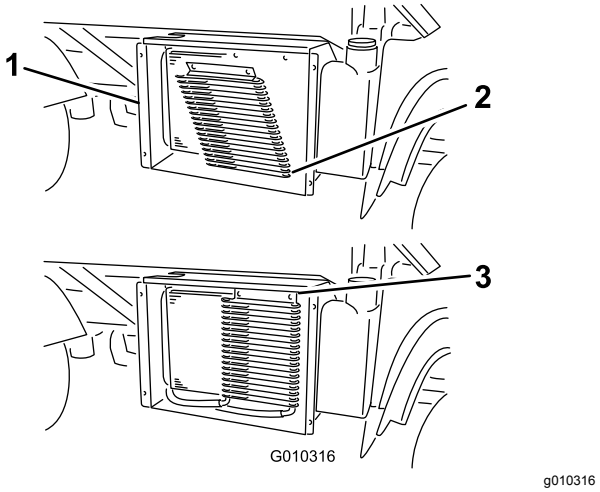

Figur 51
6. Roter sperrene og sving oljekjøleren bort fra radiatoren, hvis utstyrt med dette (Figur 51).